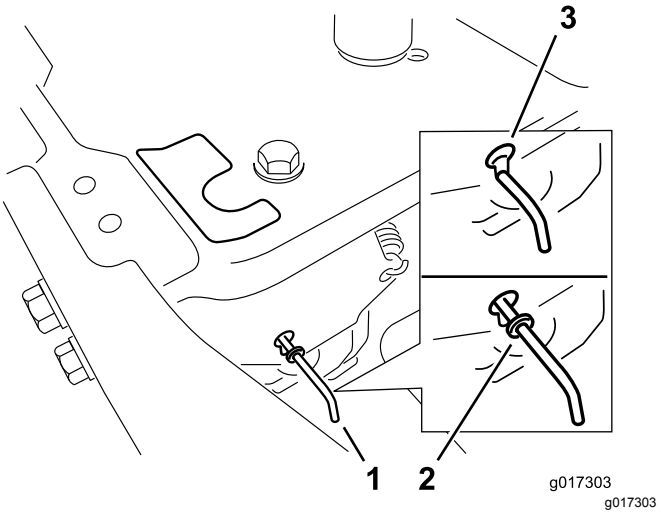

Figur 22
4. Flyt omløbshåndtagene fremad gennem nøglehullet og nedad for at låse dem på plads (Figur 22).
Flyt omløbshåndtagene bagud gennem nøglehullet og nedad for at låse dem på plads som vist i Figur 22.